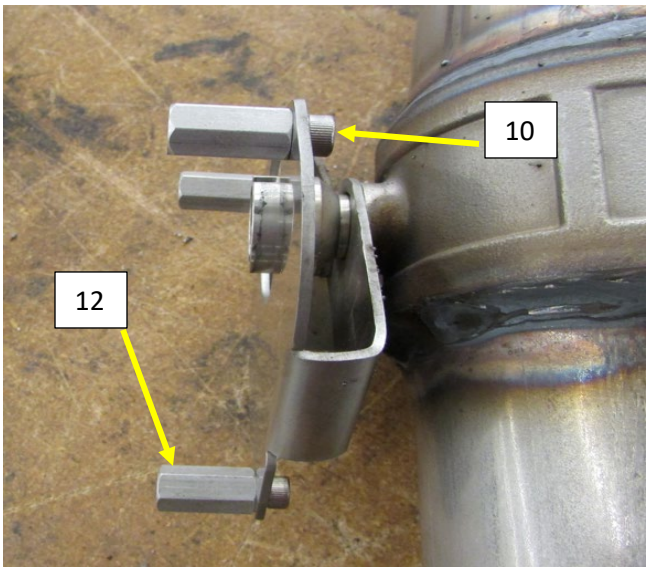

Figure.7
15. Preassemble the ¾" standoffs **(12)** on to the mounting plate of the Flowmaster Exhaust Valve using the ¼" long 10-32 screws **(10)** -apply a small amount of blue thread locker to the threads of the screws and tighten. **Fig.7**